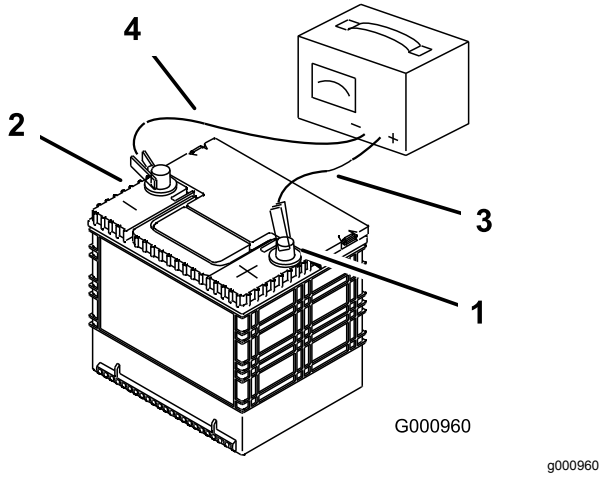

**Figur 52**
2. Når batteriet er fuldt opladet, skal du tage opladeren ud af stikkontakten og dernæst frakoble opladningskablerne fra batteriets poler (Figur 52).